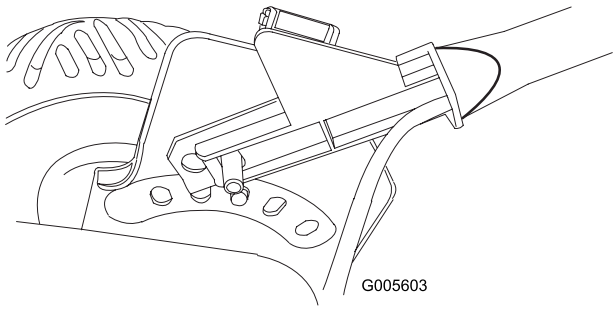

Figura 5
3. Enquanto segura a extremidade do manípulo inferior esquerdo na posição correcta, encaixe o guia do cabo na extremidade do manípulo inferior direito, empurre a extremidade do manípulo e o guia do cabo para dentro e instale-o no pino no suporte do manípulo direito (Figura 5).